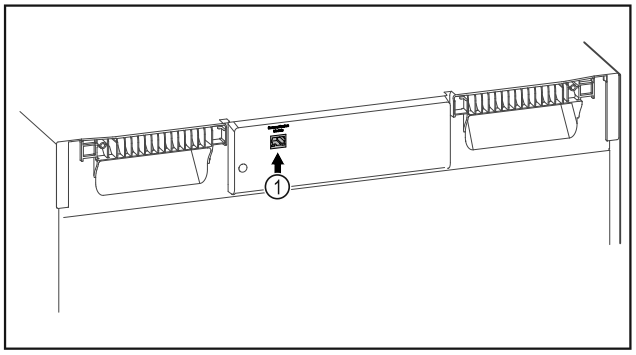

Fig. 130
- ❑ SmartModule *Fig. 130 (1)* este instalat.